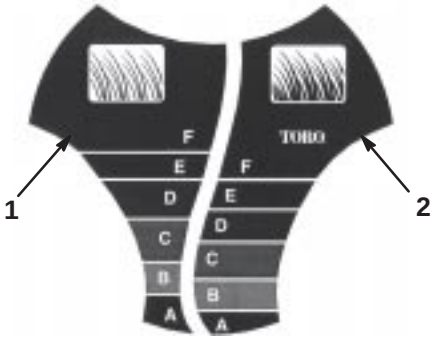

Bild 14
Das SmartWheel™ weist zwei Mähskalen auf: Dünn/Normal und Satt: Dies gewährleistet bei jedem Rasenzustand immer das beste Ergebnis (Bild 14). Benutzen Sie die Skala „Dünn/Normal“ während der warmen Saison meistens für das Mähen. Die Skala „Satt“ eignet sich für starken, nassen und satten Graswuchs, den Sie am häufigsten im Frühjahr antreffen.
2. Schieben Sie den Rasenmäher auf das Gras. Schieben Sie den Rasenmäher nicht mehr weiter, wenn das SmartWheel-Motiv an einem der Hinterräder aufrecht steht (Bild 14).